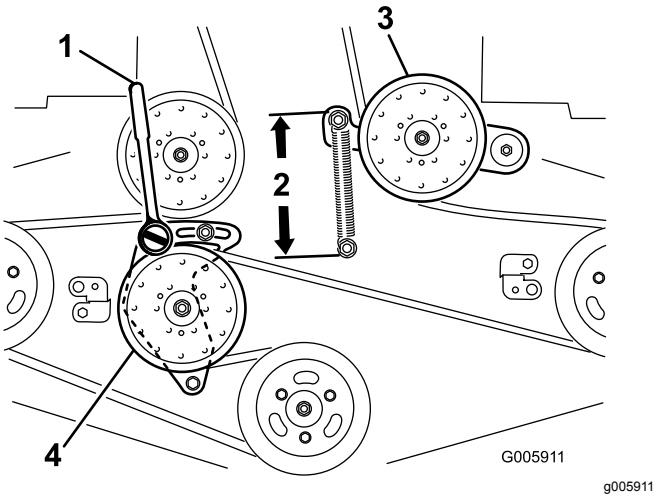

Figuur 90
6. Draai de arm van de vaste spanpoelie los en beweeg deze om de spanning eraf te halen (Figuur 90).
9. Plaats een dopsleutel met een kort verlengstuk of een onderbrekerstang in het vierkante gat in de arm van de vaste spanpoelie (Figuur 90).
11. Om de riemspanning te vergroten, draait u de dopsleutel of onderbrekerstang linksom zodat de arm van de vaste spanpoelie beweegt totdat de afstand tussen de haken van de veer 16,5 cm bedraagt (Figuur 90).